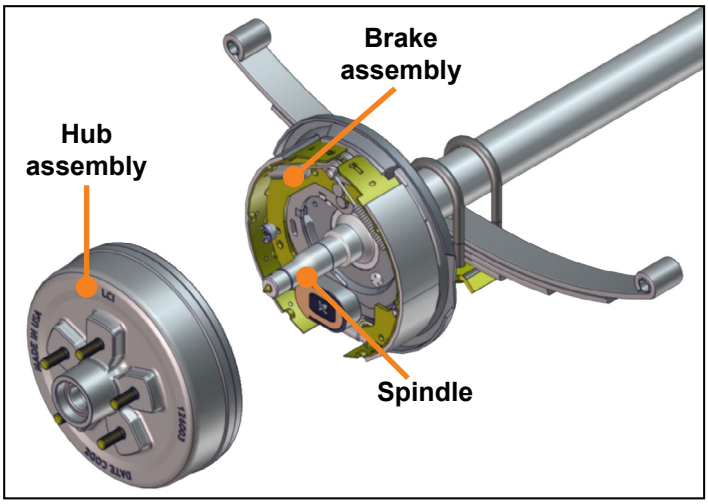

Fig.7
4. Place hand over nose of hub during removal to contain outer bearing lug or remove outer bearing cone prior to removal of hub. Remove the hub from the spindle **(Fig. 7)**.